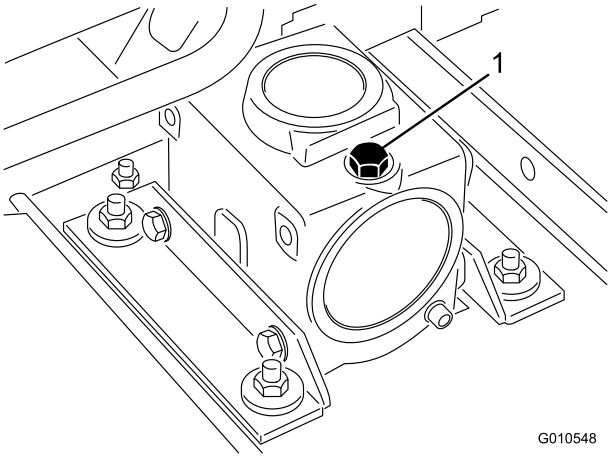

Figur 13
2. Fjern målepinden/påfyldningsproppen, der sidder oven på gearkassen (Figur 13), og kontroller, at oliestanden står mellem mærkerne på målepinden. Hvis oliestanden er lav, skal du påfylde så megen olie, at oliestanden kommer op mellem mærkerne.